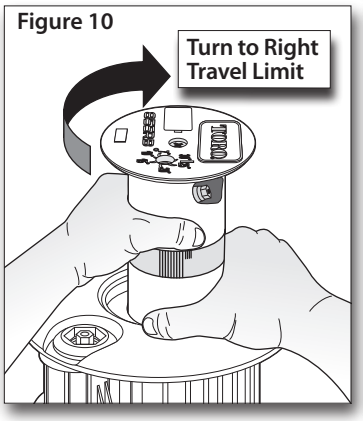

Figure 10
4. Rotate the nozzle turret clockwise to the right travel limit. See **Figure 10**.